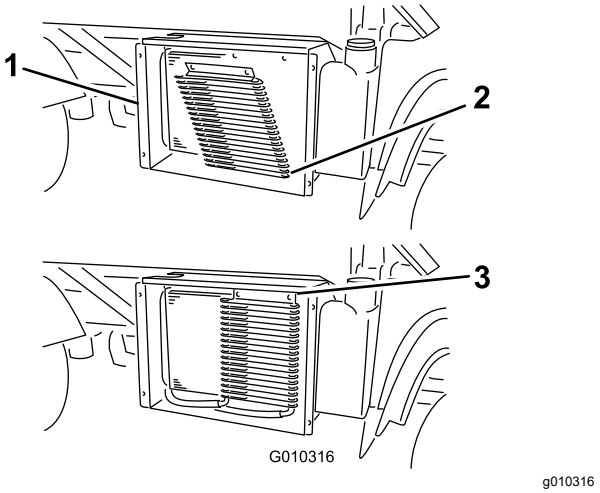

Figur 53
6. Roter låsene, hvis maskinen er udstyret hermed, og drej oliekøleren væk fra køleren (Figur 53).